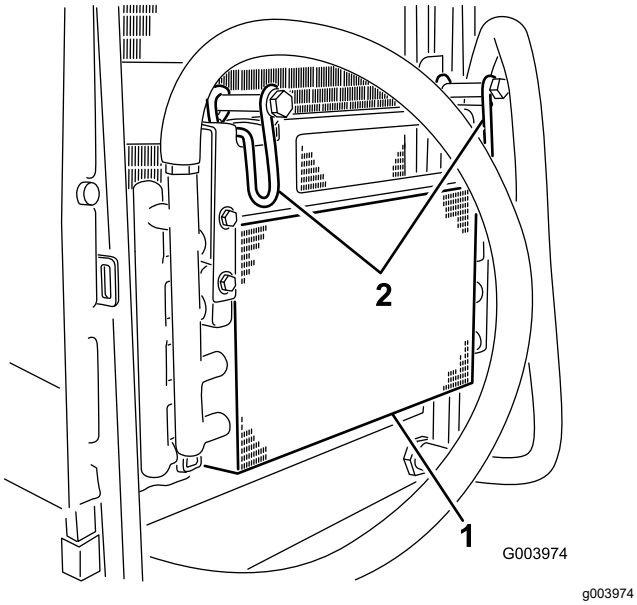

**Figur 69**
5. Drej låsehåndtagene indad, så oliekøleren løsgøres (Figur 69).